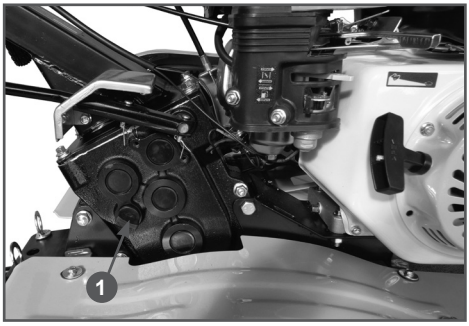

Рис. 23 Крышка маслозаливного отверстия редуктора
2. Открутите крышку 1 маслозаливного отверстия редуктора (Рис. 23). Крышка находится с правой стороны редуктора если смотреть по ходу движения мотоблока.